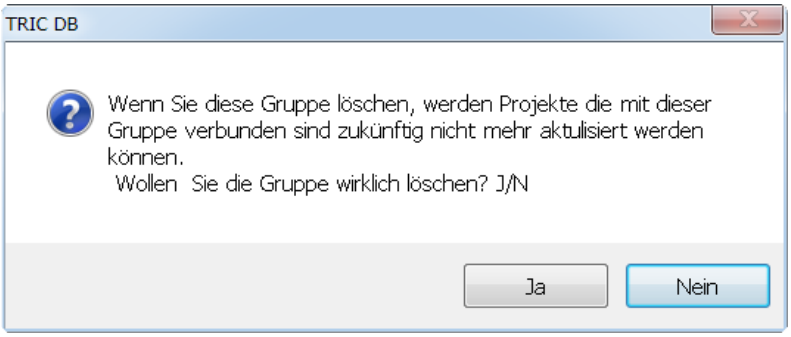

Bild 32.8 – Referenzstandard löschen, Sicherheitsabfrage
- Hierauf erscheint eine Sicherheitsabfrage, die Sie vor den Folgen eines unbeabsichtigten Löschens warnt (Abb. 32.8).